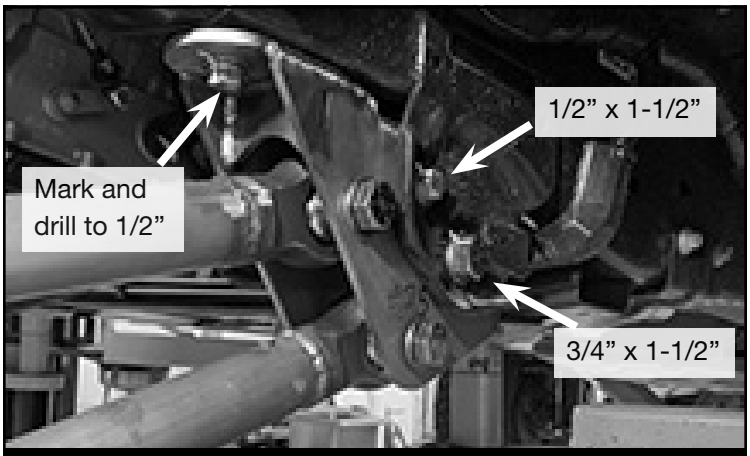

FIGURE 16 - STEP 20
20. Install FT31083 (4-Link Bracket) to the factory radius arm pocket using the supplied 3/4” x 1-1/2” Bolts, washers and nuts and 1/2” x 1-1/2” bolts, washers and nuts. **NOTE: The 1/2” bolt location will need to be drilled out to accommodate the 1/2” hardware.** Locate the foward hole on the new bracket, use this to mark the frame. Remove the bracket and drill the factory frame using a 1/2” drill bit. Reinstall the bracket. **Install hardware on both sides of the pocket. SEE FIGURE 16**